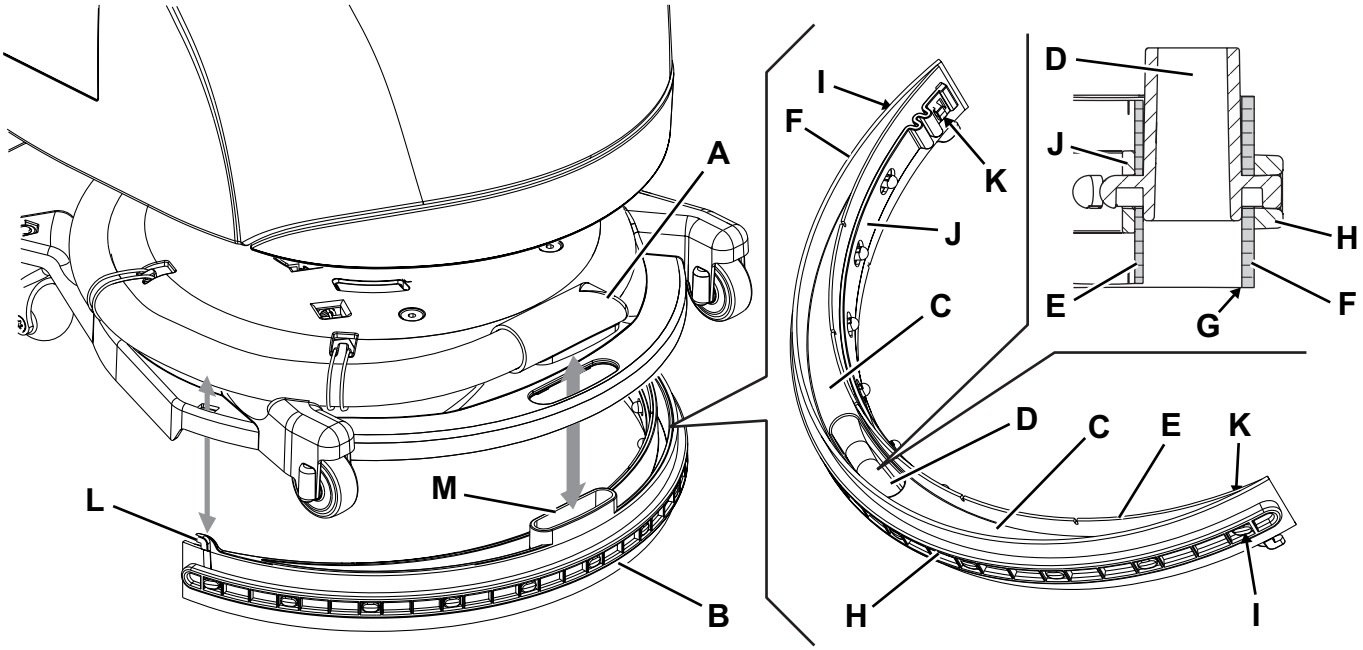

**Figure 6**
2. Check that the function selection knob (31) is turned to “0” and disconnect the battery connector (7).
3. Fully turn the brush/pad-holder deck (12) counter-clockwise.
4. Disconnect the vacuum hose (A, Fig. 6) from the squeegee.
5. Disengage the squeegee (B) from the deck.
6. Wash and clean the squeegee. In particular, clean the compartments (C) and the vacuum hole (D).
7. Check the front blade (E) and the rear blade (F) for integrity, cuts and tears; if necessary replace them (see the procedure in the following paragraph).
2. Check the front blade (E, Fig. 6) and the rear blade (F) for integrity, cuts and tears; if necessary replace them. Check that the front corner (G) of the rear blade is not worn; otherwise, overturn the blade to replace the worn corner with an integral one. If the other corners are worn too, replace the blade as shown:
- Remove the fastening strap (H) by disengaging it from the fasteners (I).
- Replace (or overturn) the rear blade (F), then reinstall the fastening strap.
- Remove the fastening strap (J) by disengaging it from the fasteners (K).
- Replace (or overturn) the front blade (E), then reinstall the fastening strap.
3. Install the squeegee (B) by carefully inserting the hooks (L) and the vacuum hole (M) in the brush deck housings.
4. Connect the vacuum hose (A) to the squeegee.